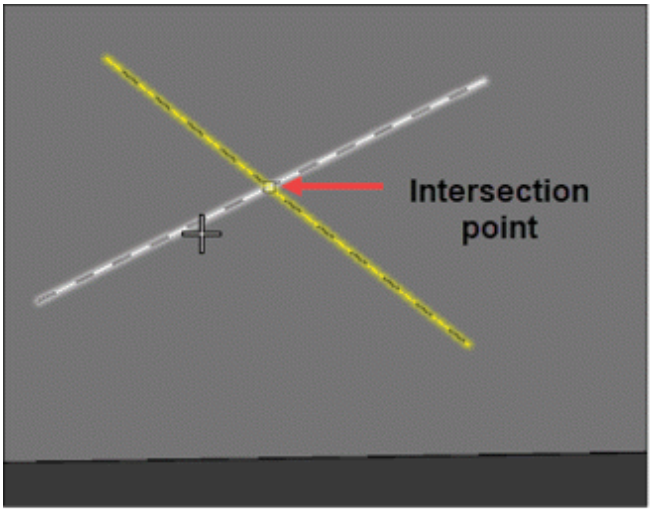

Figure-25. Selecting intersection point of entities
- Select the **Intersection** option from the drop-down to select intersection point of two selected entities; refer to Figure-25.